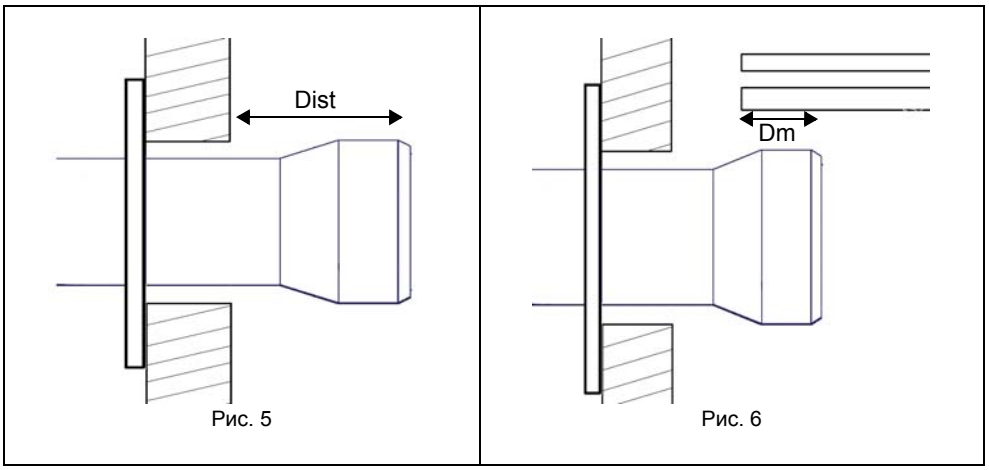

Рис. 5 Рис. 6
- Чугунные котлы, трёхходовые котлы (с первым поворотом газов в задней части котла): сопло должно входить в камеру сгорания не более, чем на **Dist** = 100 мм. (Рис. 5)